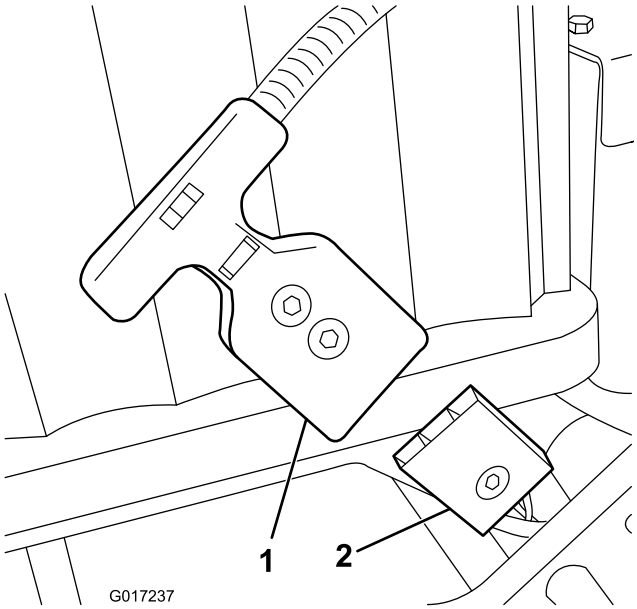

Figura 6
5. Puxe a pega em T do conector eFlex do conector de alimentação principal da bateria colocado na prateleira da bateria (Figura 6).